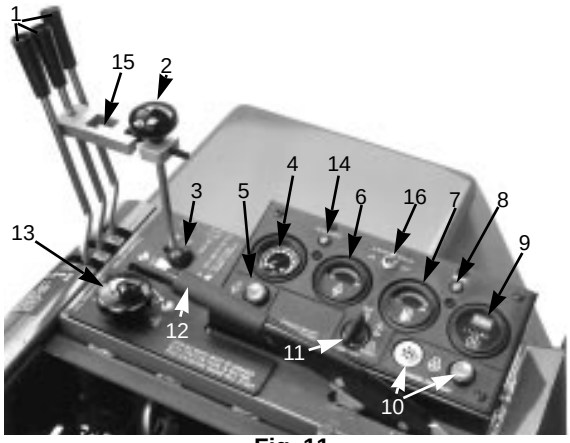

Fig. 11
1. Sedersi sul sedile senza poggiare il piede sul pedale di trazione. Verificare che il freno di stazionamento sia innestato (Fig. 11). Il pedale di trazione e la leva di tosatura-lappatura devono essere in folle.
2. Se la temperatura del motore o dell'aria è inferiore a 7–10°C premere l'interruttore di preriscaldamento del motore e tenerlo premuto fin quando la spia si accende con luce intensa (Fig. 11). A questo punto rilasciare l'interruttore e proseguire al punto 3 per avviare il motore.
3. Spostare la leva del gas in posizione SLOW e girare la chiave di accensione in posizione START (Fig. 11); rilasciarla quando il motore si avvia.